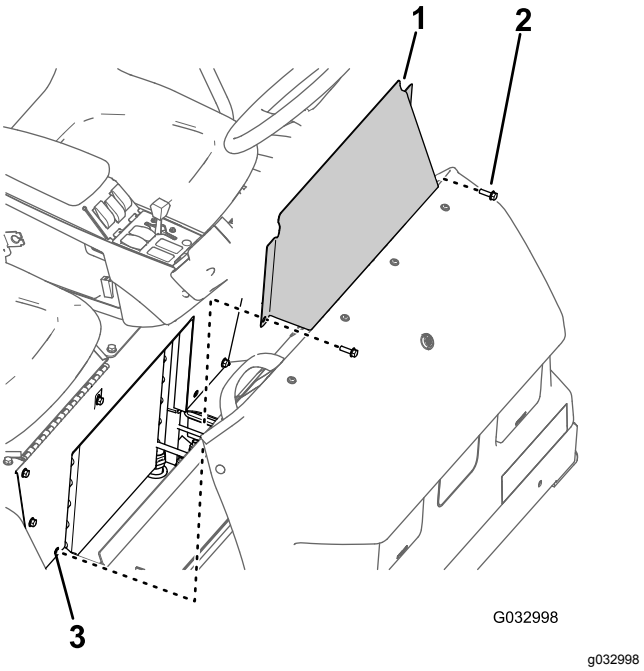

Figur 61
1. Fjern de to flangehovedbolte, som fastgør sædesoklens adgangspanel til sædesoklen (Figur 61).
2. Tag sædesoklens adgangspanel af maskinen (Figur 61).
1. Ret hullerne i sædesoklens adgangspanel ind efter hullerne i sædesoklen (Figur 61).
2. Monter sædesoklens adgangspanel på sædesoklen ved hjælp af de to flangehovedbolte (Figur 61), som du fjernede i trin 1 i Afmontering af sædesoklens adgangspanel (side 51).